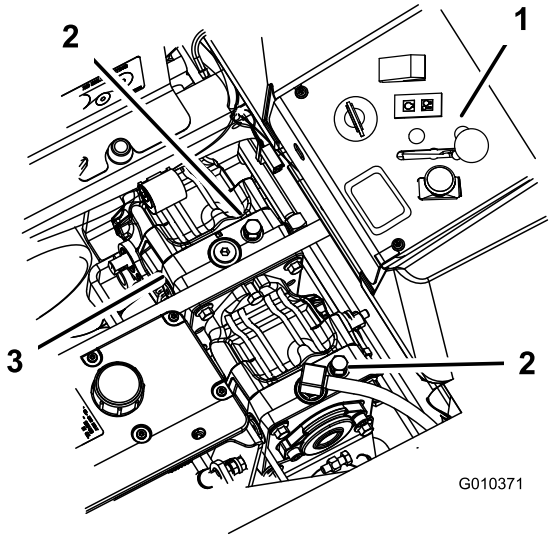

Figur 24
2. Vrid överströmningsventilerna motsols ett varv för att skjuta maskinen framåt. Hydrauloljan kan då passera förbi pumpen, så att hjulen kan rotera (Figur 24).
Vrid överströmningsventilerna medsols ett varv för att köra maskinen (Figur 24).